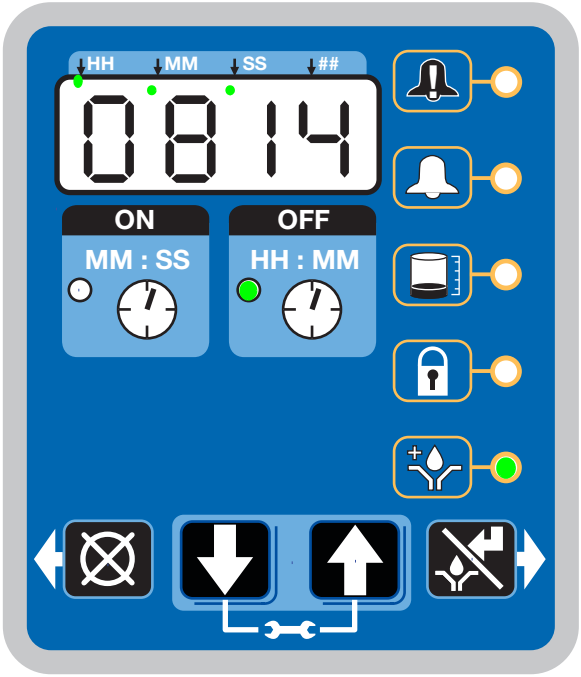

ABB. 23
- Das Gerät schaltet erst ab (OFF) und schaltet dann wieder ein (ON).
- Die LED neben der Uhr im OFF-Feld leuchtet (ABB. 23).
- Die Vorschmierungs-LED leuchtet (ABB. 23).